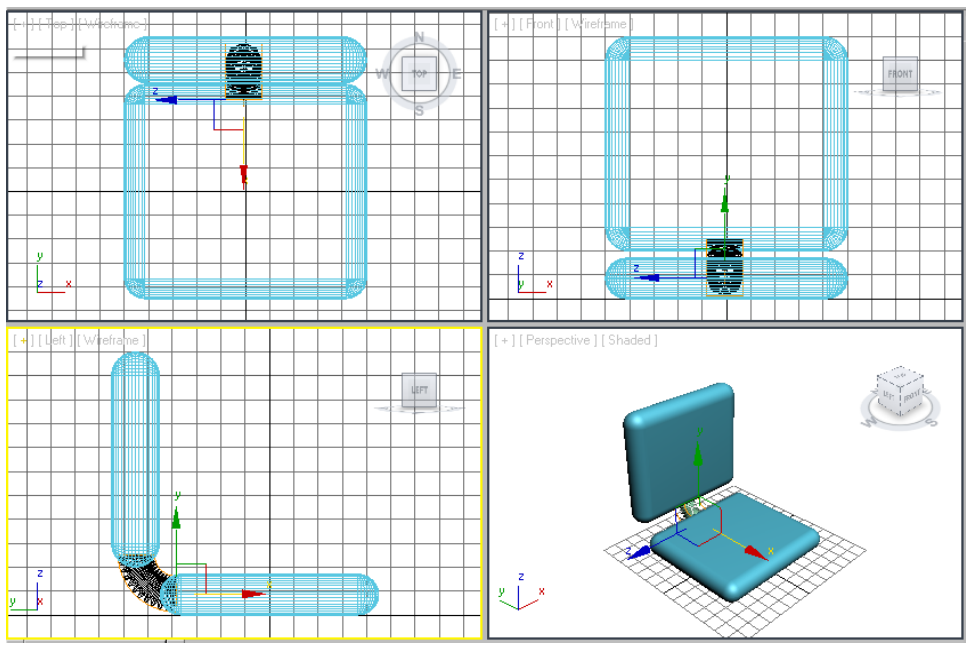

Figure 3-77 *Alignment of the spring support in all viewports*
4. Align the *spring support* in all viewports, refer to Figure 3-77. Invoke the **Zoom Extents All** tool to display all the objects properly in all viewports.